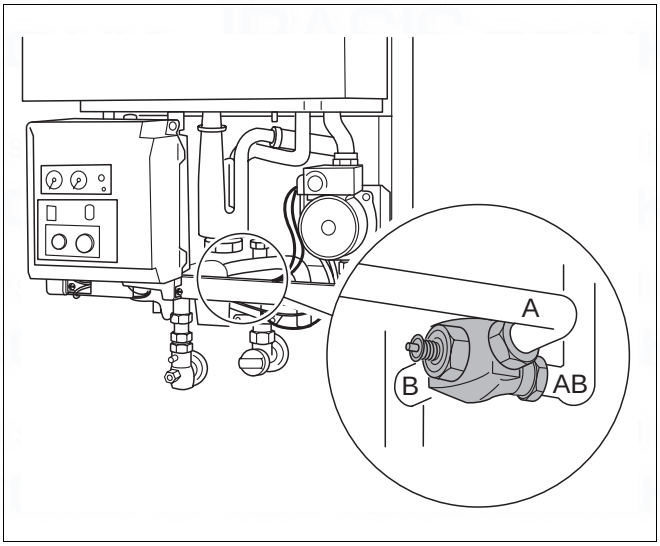

Fig. 84 600 - 11S / 19S / 24S / 24C: replacing the three-way valve
- Loosen the 3 compression nuts (fig. 84).